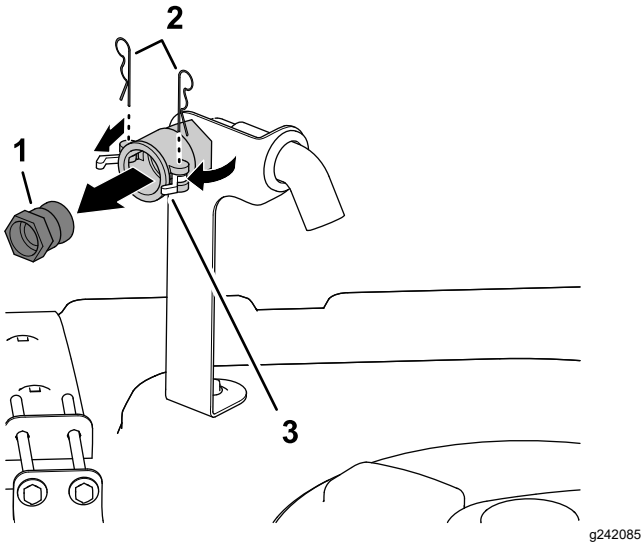

**Figur 3**
1. Ta bort de två hårnålssprintarna på den främre, högre sidan av tanklocket som håller fast spärrhakarna för snabbkopplingen till påfyllningsreservoaren med antihävertfunktion (Figur 3).
2. Lossa snabbkopplingens fäste från snabbkopplingen genom att vrida på spärrhakarna (Figur 3).
3. Ta bort fästet från snabbkopplingen (Figur 3).
4. Stäng spärrarna och montera hårnålssprintarna i snabbkopplingens flänsar (Figur 3).